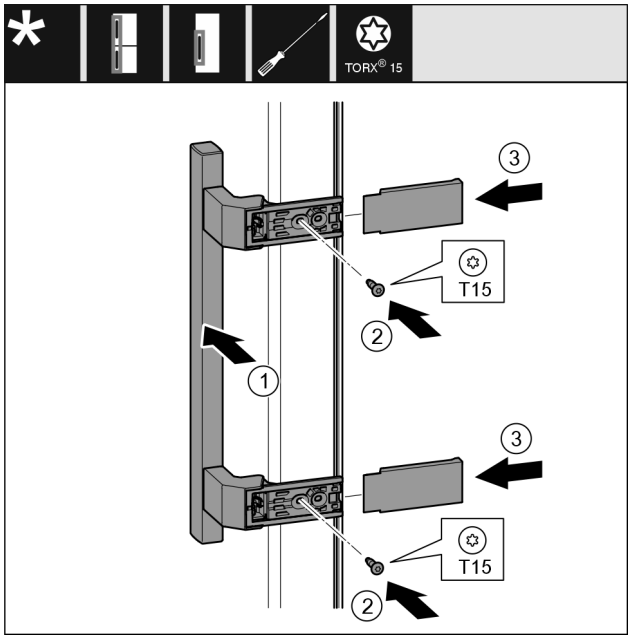

Fig. 22
- ▶ Namestite ročaj *Fig. 22 (1)* na nasprotno stran.
- ▶ Zategnite vijake *Fig. 22 (2)* z izvijačem.
- ▶ Pristavite pokrove *Fig. 22 (3)* na strani in jih potisnite gor.